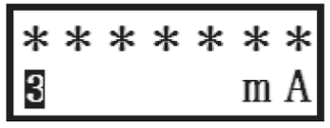

图 17
2.5 输入一次“右”键，显示第三个变量“输出电流值”、单位“mA”及变量序号，显示器显示如图 17 所示；